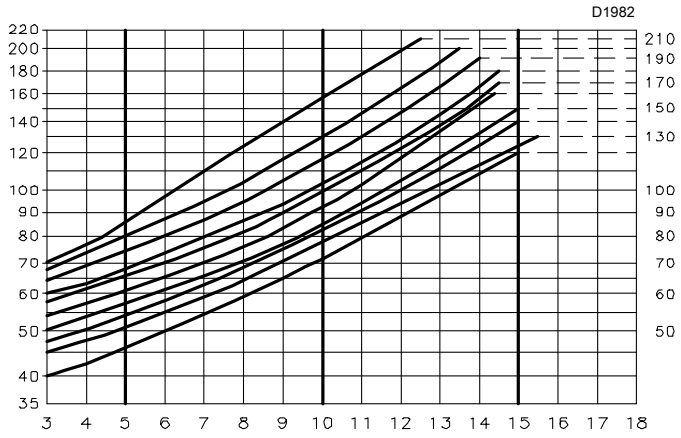
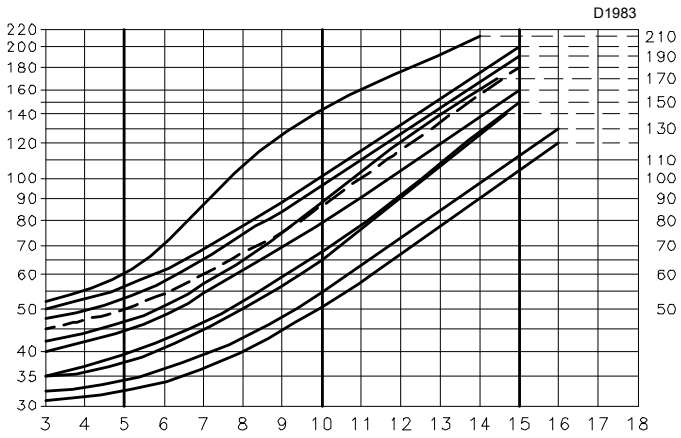

图 16
图 17
– Bergonzo 型 A3 - 角度 45° (图 16)
– Bergonzo 型 A4 - 角度 45° (图 17)
如果希望出力介于图 (图 16 和 图 17) 中显示的两个值之间，请选择具有更高流速的喷嘴。